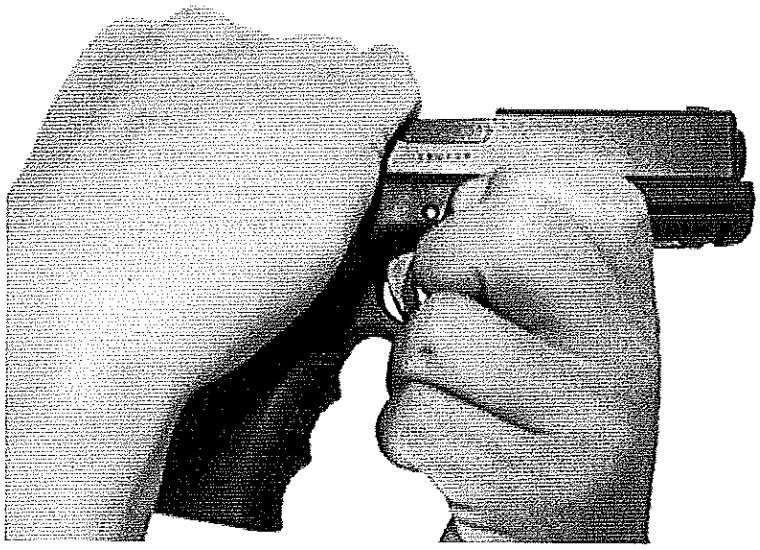

Figure B-7. Release Pressure on the Slide.
2. Grasp weapon so four fingers rest over the top of the slide and the thumb rests on the rear of the receiver. Draw the slide to the rear slightly, enough to release the pressure on the slide lock (about one-eighth inch) (see fig. B-7).